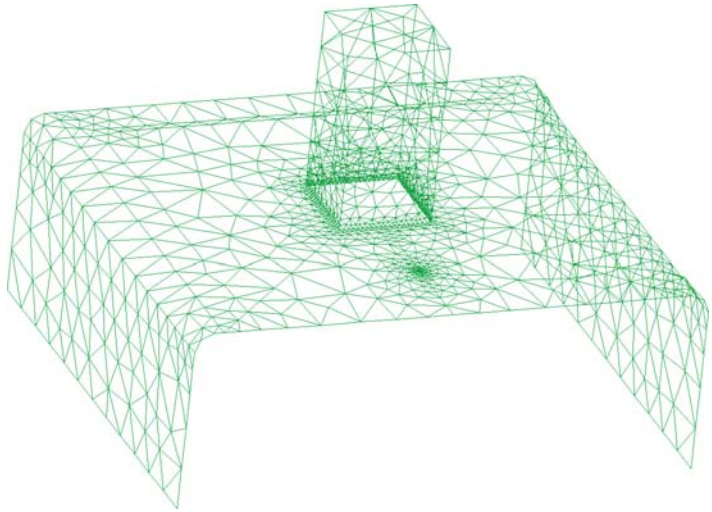

Figure 7. Mesh with a concentration of elements around lines.
5. Another window appears in which you may enter a maximum element size. Leave the default value unaltered and click **OK**. This results in a high concentration of elements around the chosen lines, given that the selected element size (0.5) is much smaller than that of the rest of the elements in the model (see Figure 7).